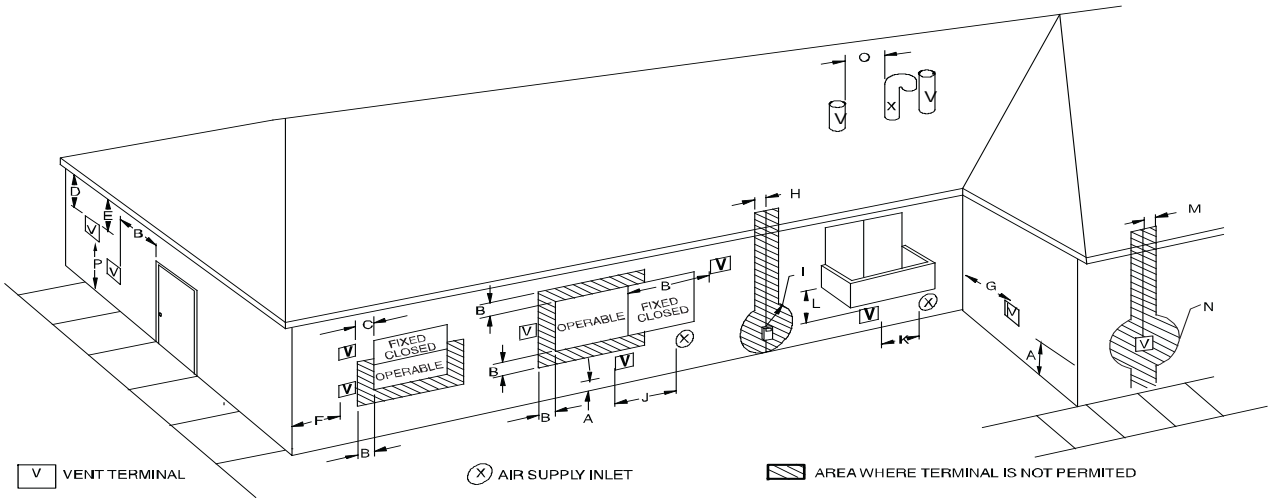
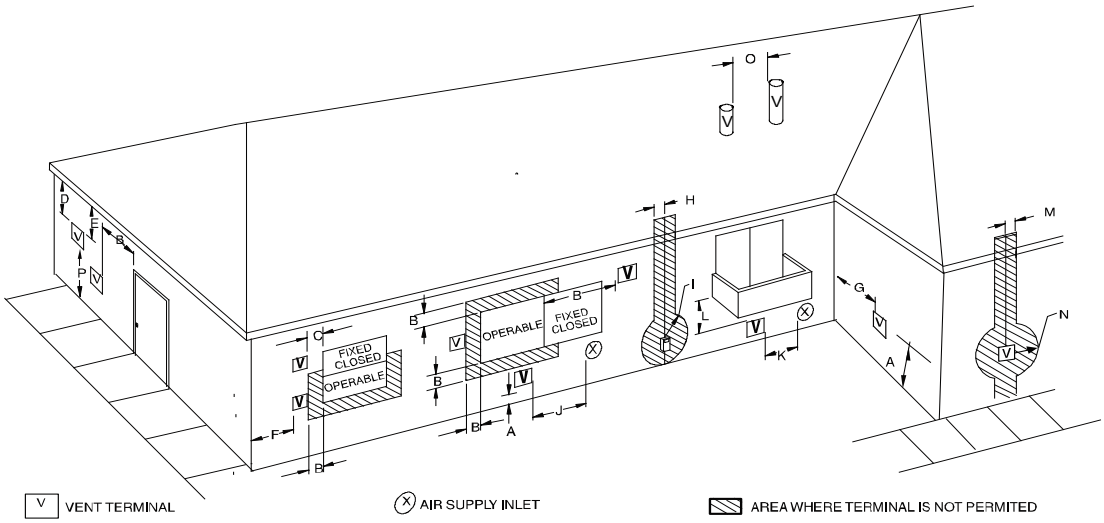
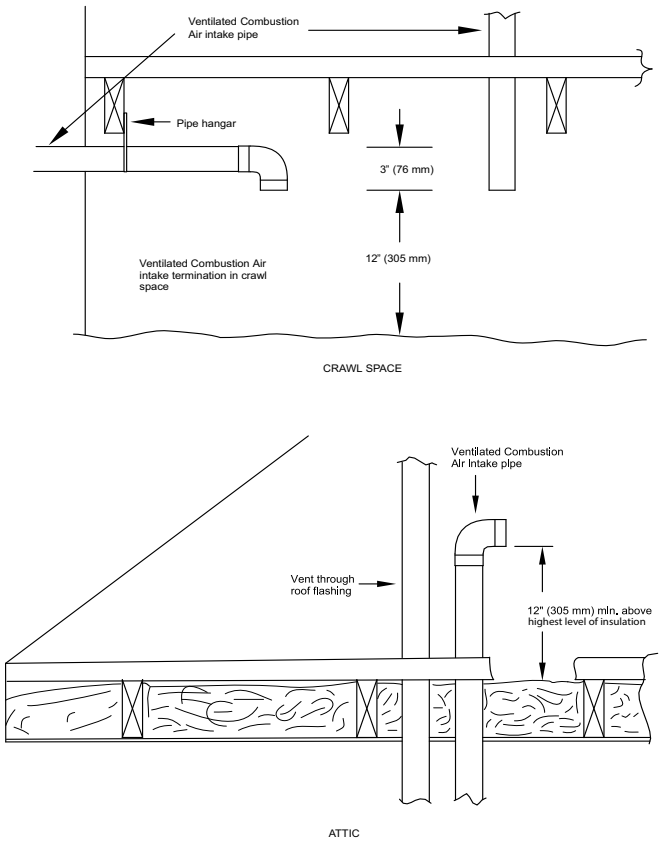

Fig. 42 – Direct Vent Termination Clearance
Fig. 43 – Ventilated Combustion Air and Non-Direct Vent Termination Clearance
Fig. 46 – Vent Terminations for Ventilated Combustion Air
In a direct-vent (2-pipe) system, all air for combustion is taken directly from outdoor atmosphere, and all flue products are discharged to outdoor atmosphere. Combustion-air and vent pipes must terminate together in the same atmospheric pressure zone, either through the roof (preferred) or a sidewall. See Fig. 42 for references to clearances required by National code authorities.
In a ventilated combustion air option, the vent terminates and discharges the flue products directly to the outdoors similar to a direct vent system. See (Fig. 43) for references to clearances required by National code authorities.
In a non direct-vent (1-pipe) system, all air for combustion is taken from the area adjacent to furnace, and all flue products are discharged to outdoor atmosphere. Air for combustion must be supplied as described in the Air For Combustion and Ventilation Section. Do not use an abandoned chimney to supply outside air to the furnace. See Fig. 43 for references to vent clearances required by National code authorities.
For vent termination clearance, references to National codes are shown in Fig. 42 for Direct Vent/2-Pipe system and Fig. 43 for Ventilated Combustion Air/Non-direct Vent/1-Pipe system. For exterior termination arrangements, refer to Fig. 39 for Direct Vent/2-Pipe system and Fig. 40 for Ventilated Combustion Air/Non-Direct/1-Pipe system. Contact Local code authorities for other requirements to and/or exemptions from the National codes shown in the figures.
1. Comply with all clearance requirements stated in Fig. 42 or Fig. 43 per application.
Direct vent (2-pipe) vent and combustion air pipes must terminate outside the structure. See Fig. 42 For references to vent clearances required by National code authorities. Allowable vent and combustion air terminations are shown in Fig. 39.
The vent pipe for a Non Direct Vent (1-pipe) system must terminate outdoors. See Fig. 43 for references to vent clearances required by National Code authorities. Allowable vent terminations are shown in Fig. 40.
The vent pipe for a Ventilated Combustion Air System must terminate outdoors. See Fig. 43 for references to vent clearances required by National code authorities. Allowable vent terminations are shown in Fig. 40. The combustion air pipe terminates in a well-ventilated attic or crawl space. Follow the clearances as shown in Fig. 46.